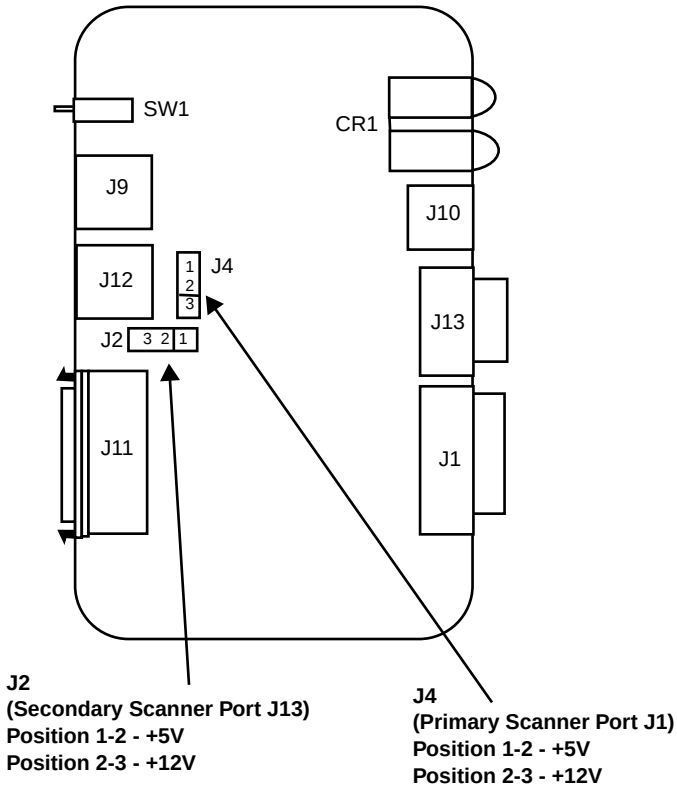

Figure 2-2. Scanner Port Configurations
2. Locate jumper J4 (see Figure 2-2).
2. Locate jumper J2 (see Figure 2-2 on page 2-4).